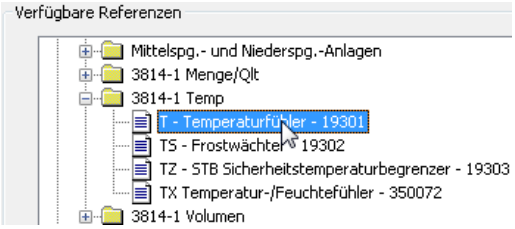

Bild 32.23 – Einstellungen von einem anderen Referenzobjekt kopieren
- Um die restlichen Eigenschaften zeitsparend einzutragen, klicken Sie auf die Schaltfläche *Kopiere von Ref.* und wählen im Dialogfeld *Verbindung zum Referenzobjekt erstellen* ein möglichst ähnliches Objekt. Bestätigen Sie dann (Abb. 32.23).